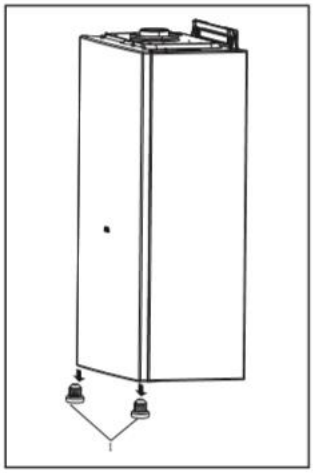

Рис. 10
- отвинтить 2 болта в нижней части панели управления (поз.1 рис. 10);